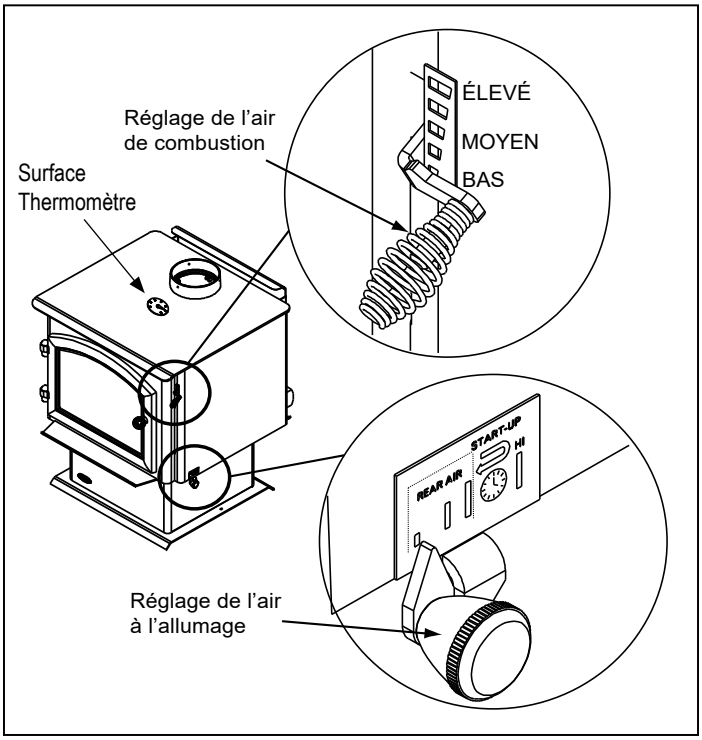

Figure 10.1
2. **Deuxième étape:** Pendant l'étape suivante de la combustion, le bois émet des gaz inflammables qui brûlent au-dessus du combustible en produisant des flammes intenses. Il est très important que les flammes ne s'éteignent pas à ce stade-ci de la combustion. Ceci garantira un feu aussi propre que possible. Si les flammes s'éteignent, le taux de combustion est réglé à un niveau trop bas pour entretenir la combustion. Le réglage d'air situé dans l'angle supérieur droit sert à régler le taux de combustion. Il est appelé réglage de l'air de combustion **(Figure 10.1)**.
- Activez ensuite le système de minuterie ACC en poussant le bouton en position élevée, complètement vers l'arrière de l'appareil, puis ramenez-le vers l'avant de l'appareil jusqu'à ce que le bouton s'arrête **(Figure 10.1).**
Un thermomètre de surface vous indique quand régler la commande d'air et quand faire le plein, Figure 10.1.